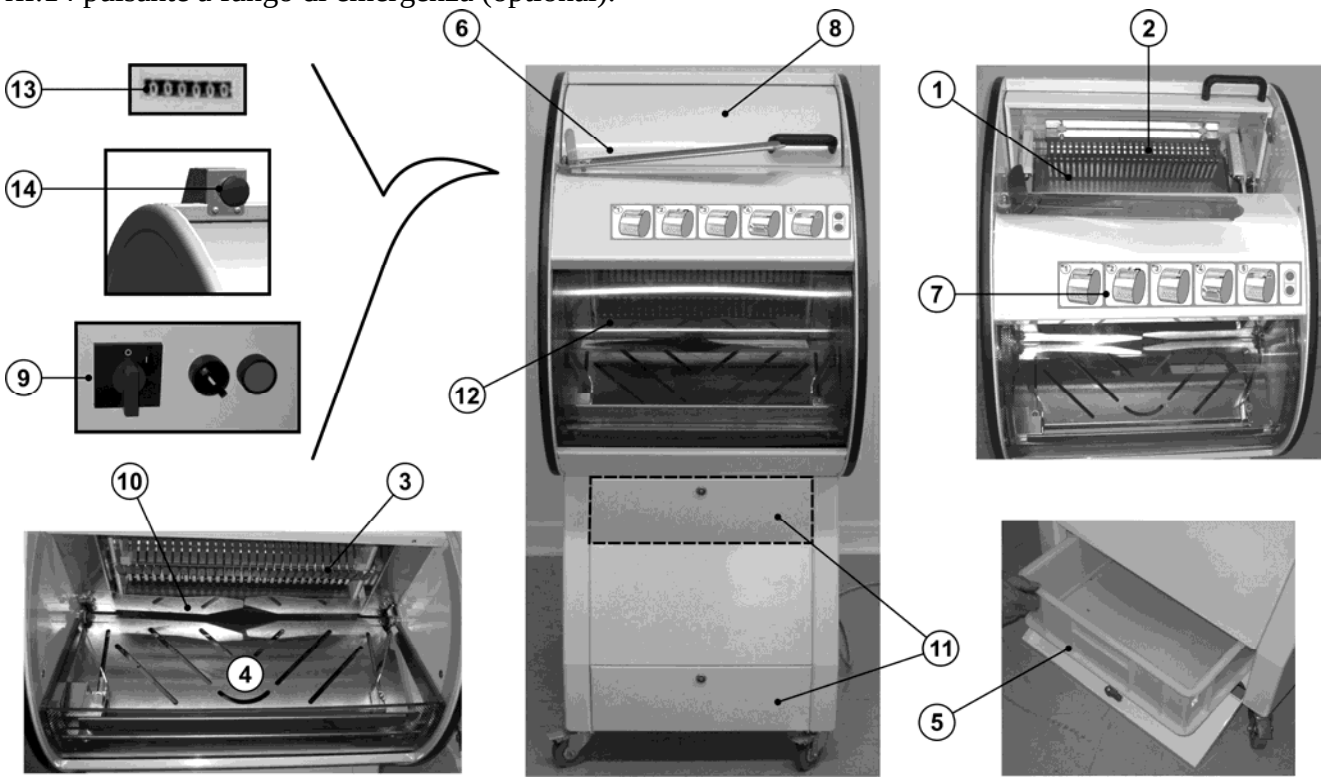
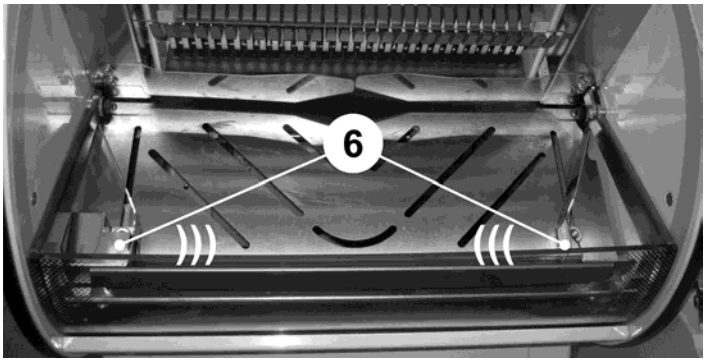

Figura 1
Figura 7
Oltre alla struttura portante, ogni macchina è costituita da (Figura 1):
- Chiudere il coperchio del vano di carico rif. 4 Figura 1 e portare l'interruttore generale su **I** (**ON**) rif. 1 Figura 1.
4. Attendere che la macchina concluda il ciclo di taglio. Le fette in uscita verranno tenute compatte dalle alette flessibili. Il riparo mobile anteriore rif. 12 Figura 1 si apre, consentendo il prelievo delle fette tagliate. Togliendo le fette, si disimpegna il raggio della fotocellula rif. 6 Figura 7, che abilita la chiusura del riparo mobile anteriore per un nuovo ciclo di taglio.